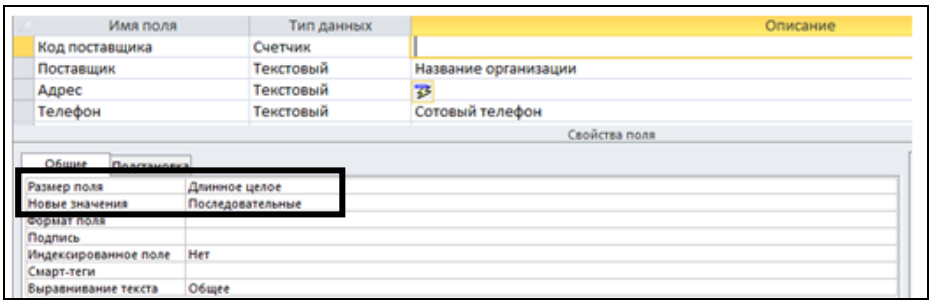

Рис. 2.11. Свойства поля *Код поставщика*
3.1. Свойства поля *Код поставщика* (рис. 2.11).